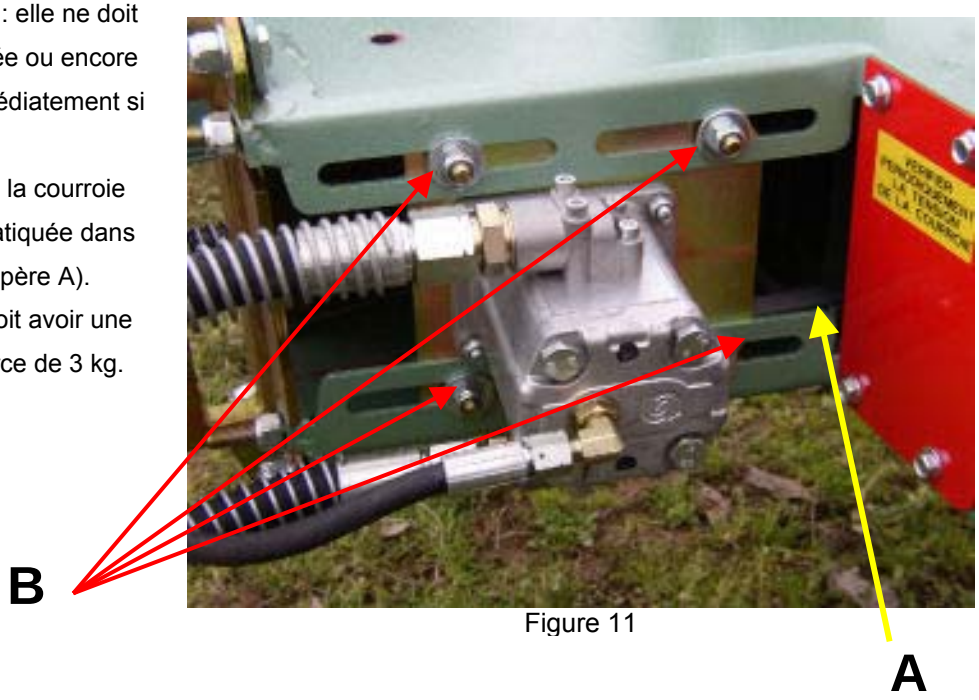

Figure 11
Le contrôle de la tension de la courroie se fait grâce à la fenêtre pratiquée dans le caisson (voir figure 11, repère A).
- Desserrer les quatre écrous (repère B, figure 11, page 17).
- Lorsque vous avez obtenu la bonne tension, resserrez les quatre écrous (repère B, figure 11, page 17).